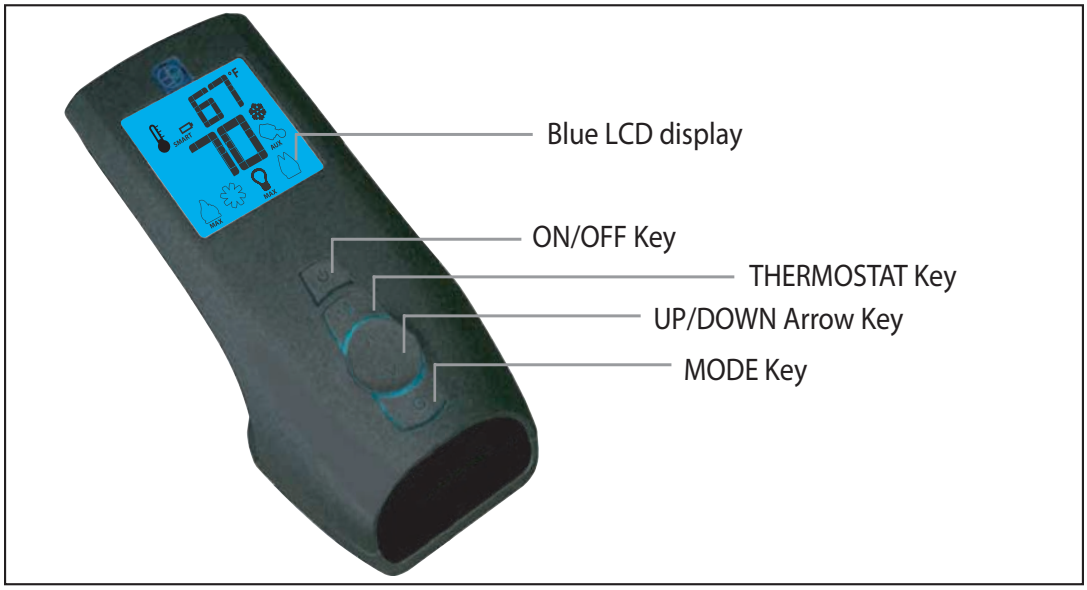
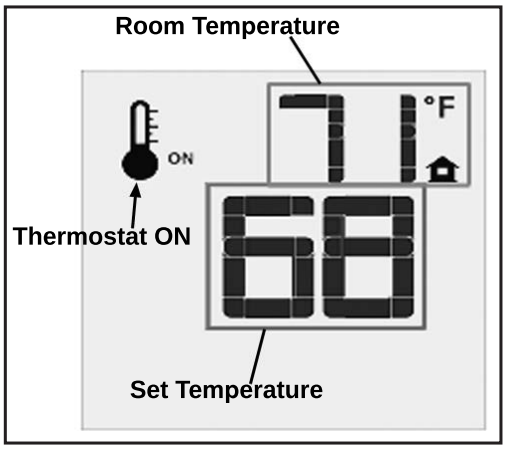
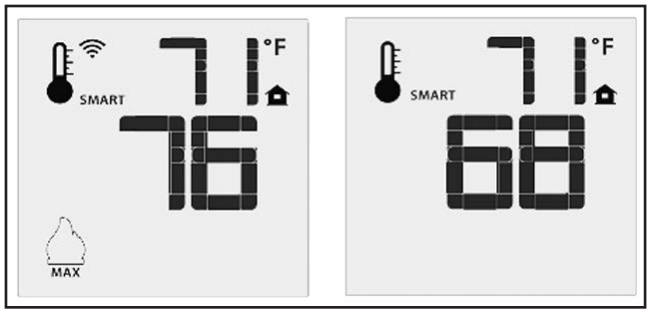
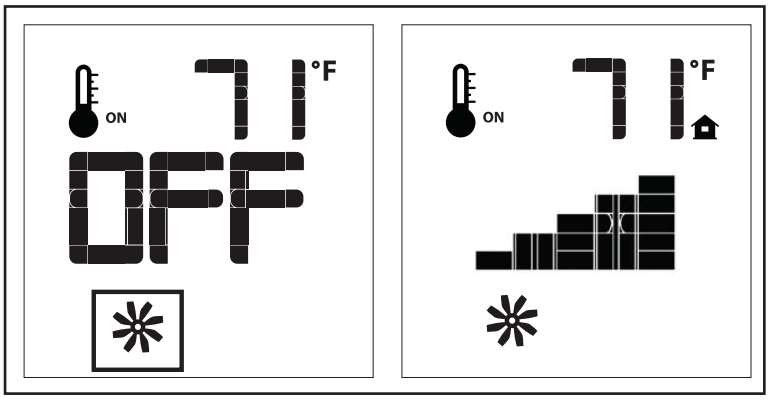

Figure 5: Proflame 2 Transmitter.
Figure 9: Remote Control Displays Set Temperature.
Figure 10: Remote Control's Smart Flame Function.
Figure 12: Fan Control
The Proflame 2 Transmitter is a remote control with a blue backlit lcd display. It uses a streamline design with a simple button layout and informative lcd readout (Figure 5). The Transmitter is powered by three (3) AAA type batteries. A Mode Key is provided to Index between the features and a Thermostat Key is used to turn on/off or index through Thermostat functions (Figure 5 & 6).
Press the ON/OFF Key on the Transmitter. The Transmitter LCD display will only show the room temperature and Icon (see Figure 9). A single "beep" from the IFC confirms reception of the command and both the pilot light (if the unit is not set to continuous pilot) and main burner will turn off.
The Remote Control can operate as a room thermostat. The thermostat can be set to a desired temperature to control the comfort level in a room. To activate this function, press the Thermostat Key (see Figure 5). The LCD display on the Transmitter will change to show that the room thermostat is "ON" and the set temperature is now displayed (see Figure 9). To adjust the set temperature, press the Up or Down Arrow Keys until the desired set temperature is displayed on the LCD screen of the Transmitter.
The Smart Thermostat function adjusts the flame height in accordance to the difference between the set point temperature and the actual room temperatures. As the room temperature gets closer to the set point the Smart Function will modulate the flame down. To activate this function, press the Thermostat Key (Figure 5) until the word "SMART" appears to the right of the temperature bulb graphic (Figure 10). To adjust the set temperature, press the Up or Down Arrow Keys until the desired set temperature is displayed on the LCD screen of the Transmitter.
The E33 comes with a convection fan that can be controlled with the Transmitter. The fan speed can be adjusted thorugh six (6) speeds. To control the fan press the MODE key (Figure 5) to index to the fan control icon (Figure 12). Use the UP/DOWN arrow keys to turn on, off, or adjust the fan speed (Figure 12). A single beep from the IFC will confirm the command has been received